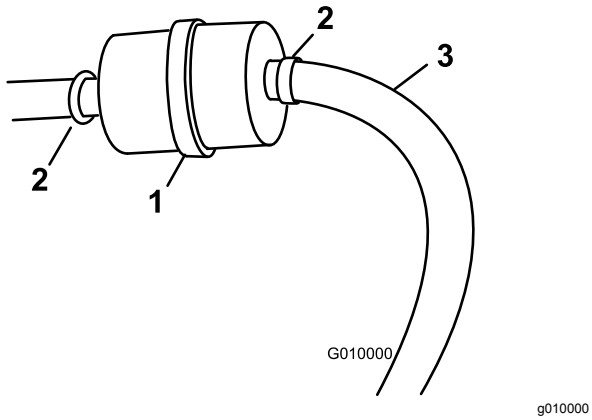

**Figur 17**
3. Plasser en ren beholder under drivstoffilteret (Figur 17).